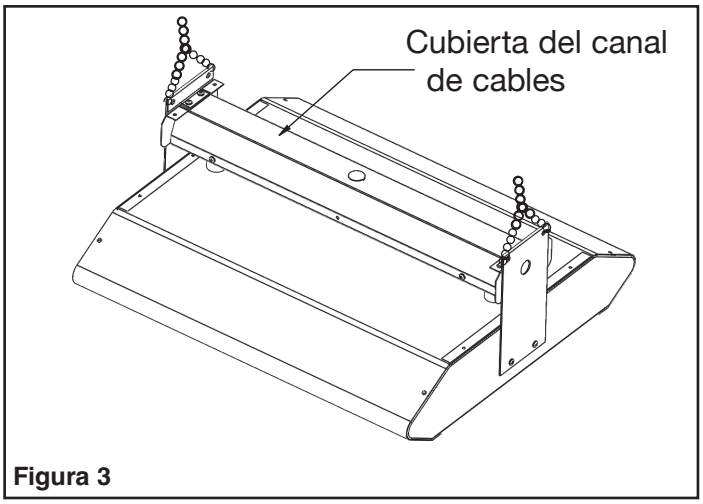

**Figura 3**
Referirse a la figura 3 y proceder como sigue.
2. Coloque cadenas de bucle (no incluidas) en cada extremo del soporte de montaje como se muestra en la Figura 3.
4. Extraer los tornillos (ver la figura 3) desde el frente de la cubierta del canal de cables y permitir que el calentador gire en sentido descendente para cablear.